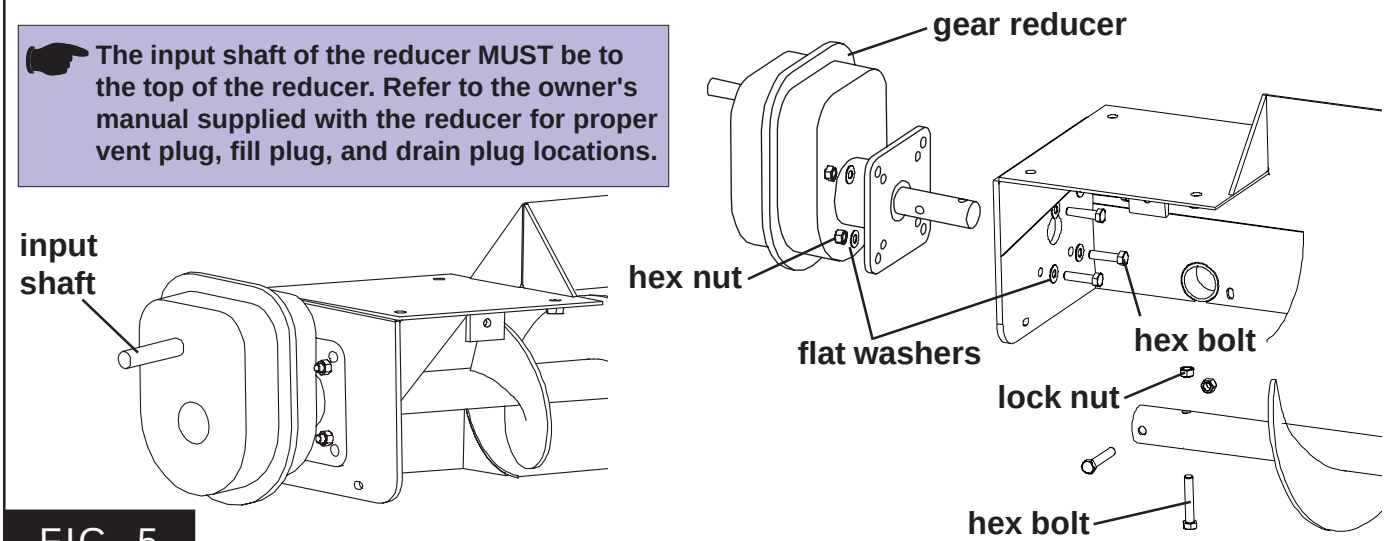

FIG. 5
A. Slide the output shaft of the reducer through the end plate of the head section and into the end of the head flight and secure it the shafts with hex bolts and lock nuts. (See Figure 5)
B. Bolt the reducer to the end plate of the head section using hex bolts, flat washers, & lockwashers, supplied with the reducer. (See Figure 5)